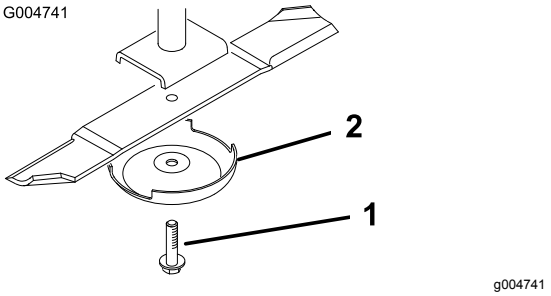

Figur 112
2. Tag fat i enden af kniven med en klud eller en tyk handske. Fjern knivbolten, antiskalperingsskålen og kniven fra spindelakslen (Figur 112).